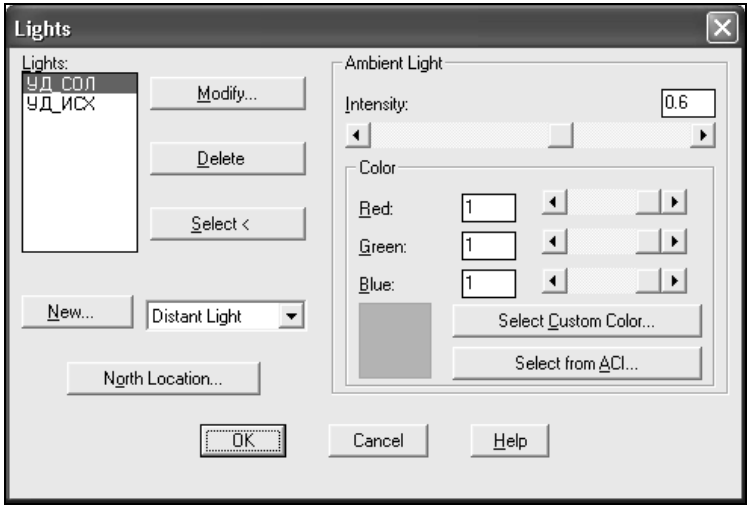

Рис. 12.38. Отображение созданного удаленного источника света в окне **Lights**
- Нажатием кнопки **OK** закрыть ДО **New Distant Light** (Новый удаленный источник света) и вернуться в ДО **Lights** (Свет), где в списке **Lights** (Свет) будет отображено еще одно имя созданного источника света **УД_СОЛ** (рис. 12.38).